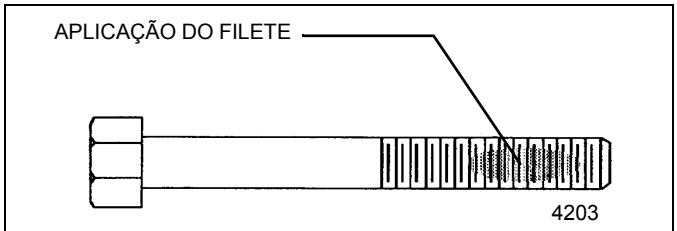

FIGURA 1-2
1. Aplique um filete perpendicular à rosca, cobrindo vários fios da rosca, no local aproximado do engate da rosca (consulte Figura 1-2).